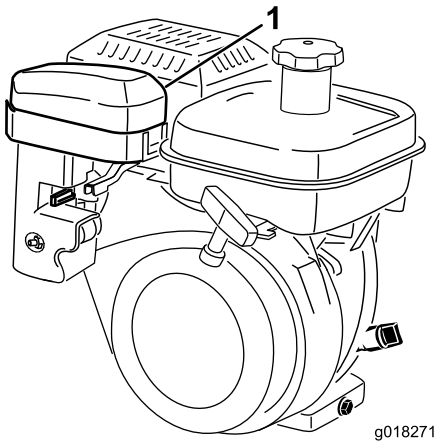
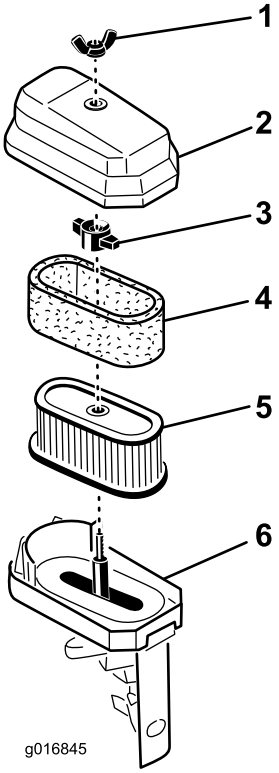

Figur 32
Figur 33
3. Rengør dækslet grundigt (Figur 32 og Figur 33).
4. Hvis skumelementet er snavset, skal det fjernes fra papirelementet (Figur 33). Rengør grundigt.